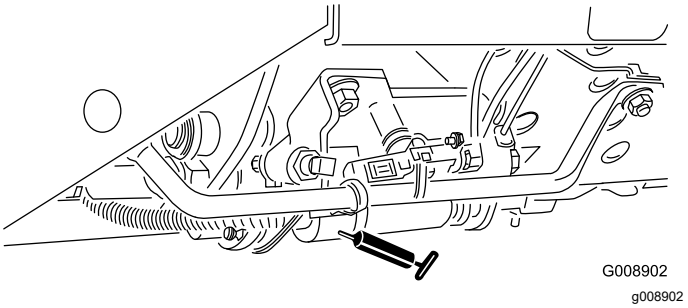

Figur 68
- Klippe/transportskyder (Figur 68)